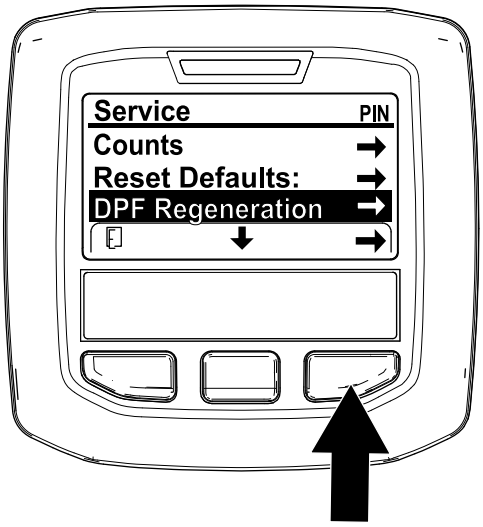

Figuur 34
1. Ga naar het onderhoudsmenu en druk op de middelste knop om naar de optie DPF REGENERATION te gaan (Figuur 34).
2. Druk op de rechterknop om de optie DPF Regeneration te selecteren (Figuur 34).